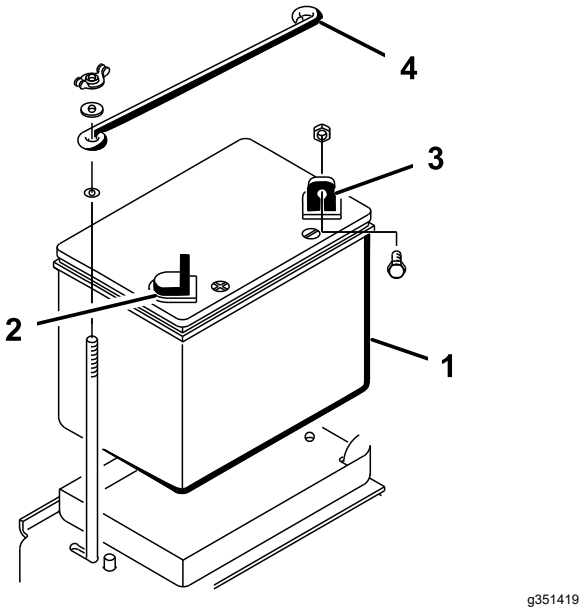

Figuur 5
1. Plaats de accu op zijn plaats in de bak achter het rechterwiel, met de minpool naar de achterkant van de machine gericht (Figuur 5).